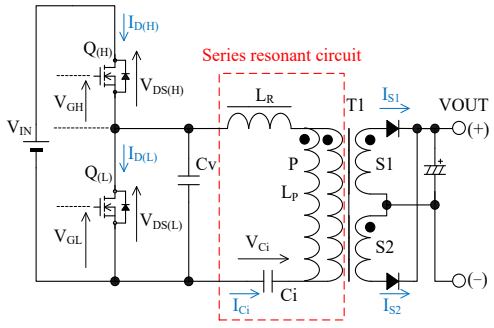
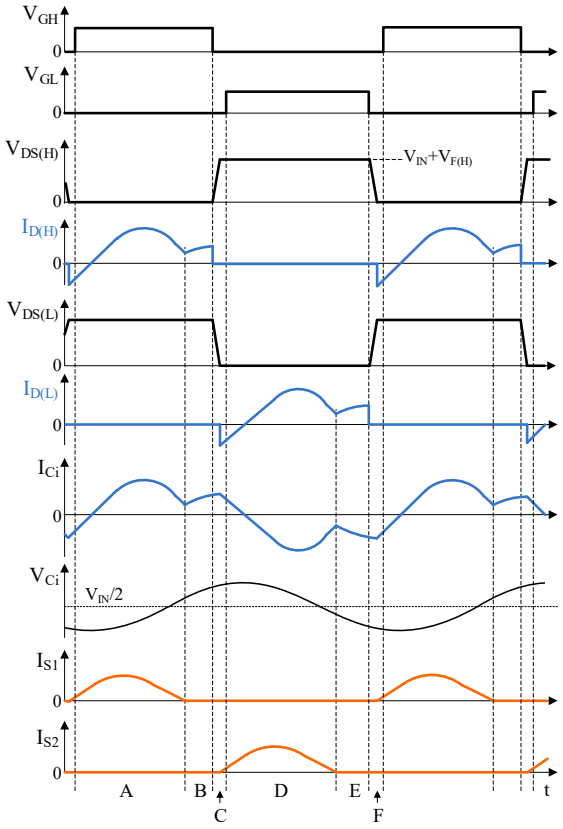

Figure 8-3. Current Resonant Power Supply Circuit
Figure 8-4. The Basic Operation Waveforms of Current Resonant Power Supply
Figure 8-3 shows the circuit of a current resonant power supply. The basic configuration of the current resonant power supply is a half-bridge converter. The switching devices, $Q_{(H)}$ and $Q_{(L)}$, are connected in series with V_{IN}. The series resonant circuit and the voltage resonant capacitor, C_V, are connected in parallel with $Q_{(L)}$. The series resonant circuit is consisted of the following components: the resonant inductor, L_R; the primary winding, P, of a transformer, T1; and the current resonant capacitor, C_i. The coupling between the primary and secondary windings of T1 is designed to be poor so that the leakage inductance increases. This leakage inductance is used for L_R. This results in a down sized of the series resonant circuit. The dotted mark with T1 describes the winding polarity, the secondary windings, S1 and S2, are connected so that the polarities are set to the same position as shown in Figure 8-3. In addition, the winding numbers of each other should be equal. From Equation (1), the impedance of a current resonant power supply is calculated by Equation (5). From Equation (4), the resonant frequency, f_0, is calculated by Equation (6).
Figure 8-4 describes the basic operation waveform of current resonant power supply (see Figure 8-3 about the symbol in Figure 8-4). For the description of current resonant waveforms in normal operation, the operation is separated into a period A to F. In the following description: